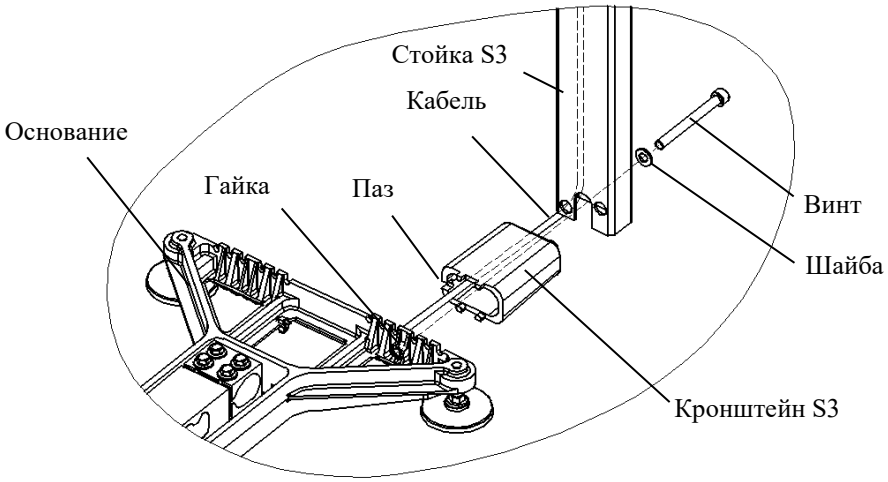

Рисунок 7.3 – Крепление прямоугольной стойки к основанию платформы весовой
- Протянуть кабель платформы весовой через кронштейн и стойку (рис. 7.3). Кабель должен входить в паз кронштейна.